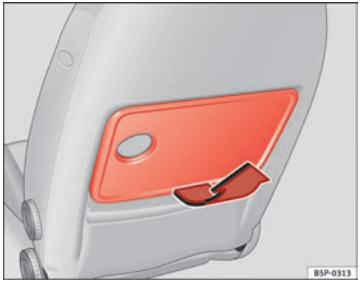

Abb. 103 Klapptisch am linken Vordersitz
– Klappen Sie den Tisch zum Aufstellen in Pfeilrichtung ⇒Abb. 103 nach oben.